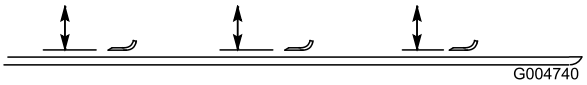

Figuur 80
2. Draai het mes totdat de uiteinden in de lengterichting liggen (Figuur 80). Meet de afstand vanaf de binnenkant van het maaidek tot de voorste snijrand van het mes. Noteer deze afstand.